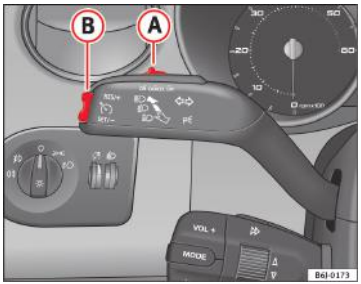

Fig. 113 Maneta pentru semnalizarea direcției și faza lungă: comutatorul și comutatorul basculant pentru tempomat
– Când a fost atinsă viteza pe care doriți să o setați, apăsați scurt, o singură dată, partea inferioară **SET** a comutatorului basculant ⇒ fig. 113 (B).